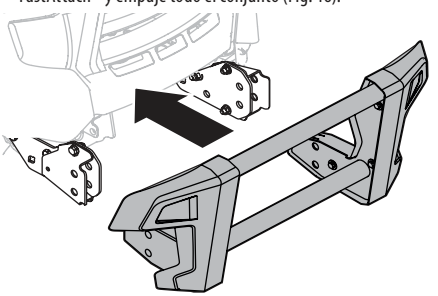

Fig. 16
1. Alinee el conjunto de la protección del cepillo con los soportes FastAttach™ y empuje todo el conjunto (Fig. 16).